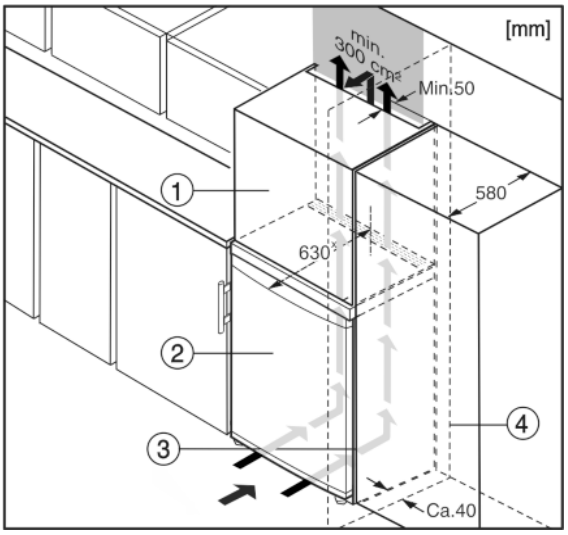

Fig. 5
L'appareil peut être entouré de meubles de cuisine. Pour adapter l'appareil *Fig. 5 (2)* à la hauteur des placards de la cuisine intégrée, on peut placer un élément haut *Fig. 5 (1)* au-dessus de l'appareil.
Lors de la transformation avec des placards de cuisine (profondeur max. 580 mm), l'appareil peut être placé directement à côté du placard de cuisine *Fig. 5 (3)*. L'appareil dépasse latéralement de 34 mmx et de 50 mmx au centre de l'appareil par rapport à la face avant du placard de cuisine.
Si l'appareil est installé avec les charnières à côté d'un mur *Fig. 5 (4)*, la distance entre l'appareil et le mur doit être de 40 mm min. Ceci correspond à la saillie de la poignée lorsque la porte est ouverte.